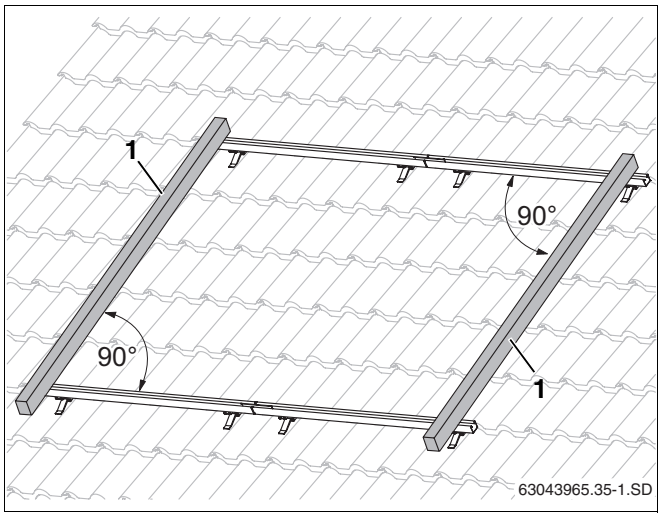

Rys. 33 Ustawienie szyn profilowanych
- Górne i dolne szyny profilowane ustawić równolegle do siebie i tak, aby kończyły się w jednej linii (rys. 33, użyć poziomicy).
Zmierzyć przekątne lub ułożyć np. łatę dachową (rys. 33, **poz. 1**) na końcach szyn profilowanych. Kąt pomiędzy łatą dachową a szyną profilowaną musi wynosić 90°. Wyrównać ułożenie szyn profilowanych, wykorzystując otwory podłużne.